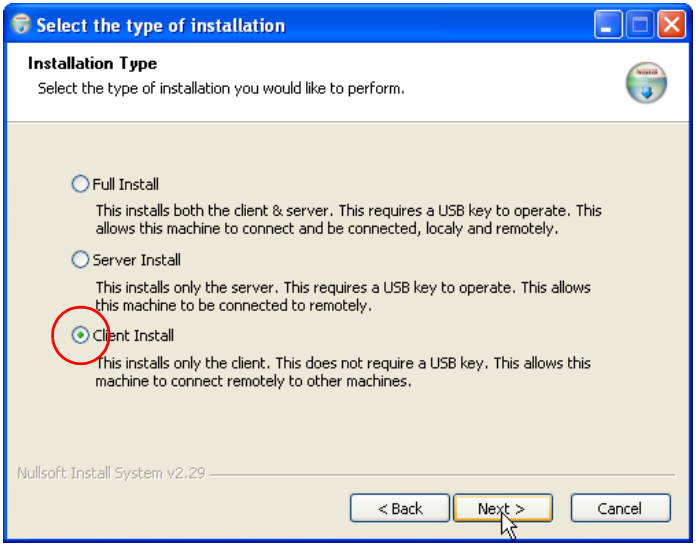

Figure G-18 Client Install, VMS Core Setup
2. **Perform a VMS Client Install on the client workstation** (figure G-18).